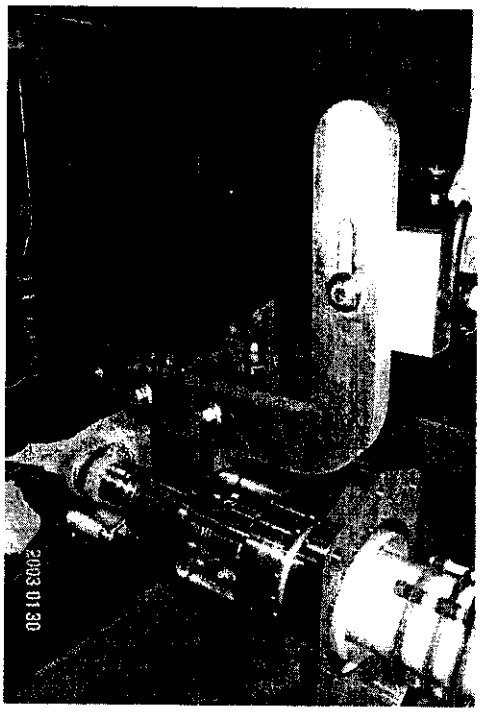

Figure 1.1 Orientation of the insertion/lifting tool to allow the power lead to be held horizontally.
1.1 With the lead on the steel table, swing the insertion/lifting tool 180° so that the lead can be picked up and remain horizontal as shown in Figure 1.1.